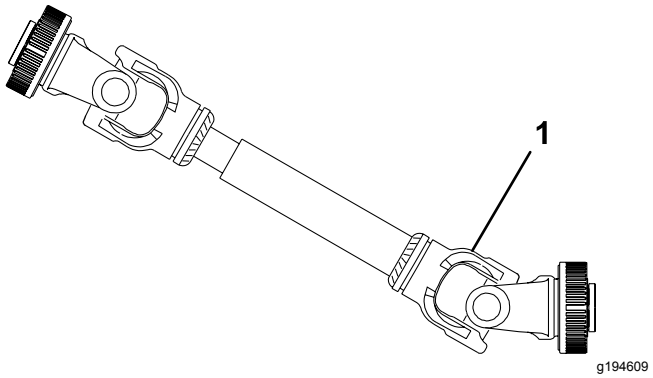

**Figur 25**
***Viktigt:*** **När kraftuttaget ansluts är det viktigt att se till att luftaren inte höjs upp mer än nödvändigt. Om maskinen höjs upp för mycket kan kraftuttagets axelleder gå av (Figur 25). Kraftuttaget kan användas med en vinkel på upp till 25°. Dess vinkel får aldrig överstiga 35° när luftaren är maximalt upphöjd eftersom axeln då kan skadas allvarligt.**